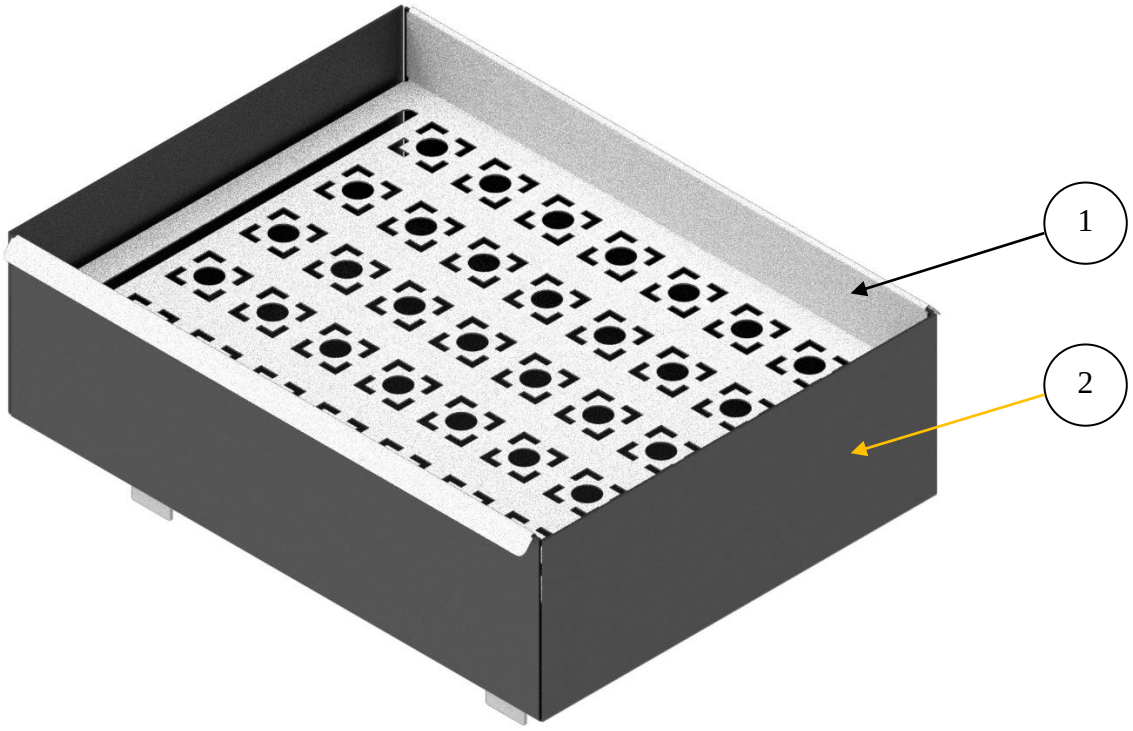

Рис.6.: Арома чаша. Изометрическая проекция.
3. Арома-чаша : бак для чистой воды, объёмом 2,5л, с предустановленной сеткой из нержавеющей стали. (Рис.6. :Арома чаша. Изометрическая проекция).